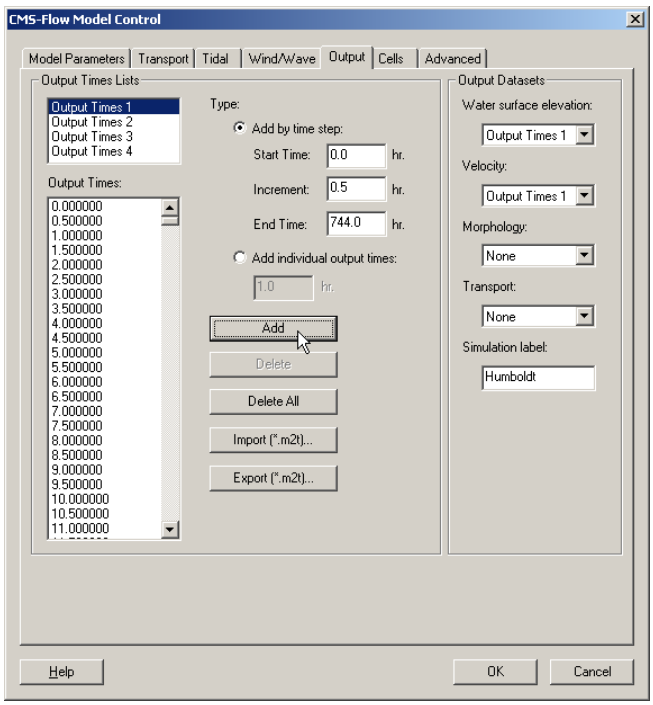

Figure 34. *CMS-Flow Model Control*: *Output* tab for specifying time series output of CMS-Flow calculated datasets.
4. Set the time series output for the *water surface elevation* and *velocity* to the same output interval of 30 minutes, similar to Figure 34,by highlighting *Output Times 1*, setting the *Start Time* to 0.0 hr, *Increment* to 0.5 hr, and *End Time* to 744.0 hr, and clicking *Add*,